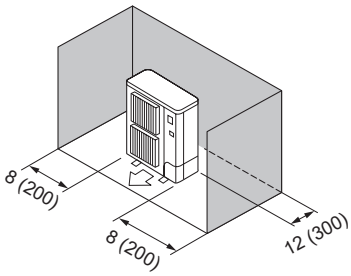

Fig. 2-8
③ Obstacles à l'arrière et sur les côtés (Fig. 2-8)